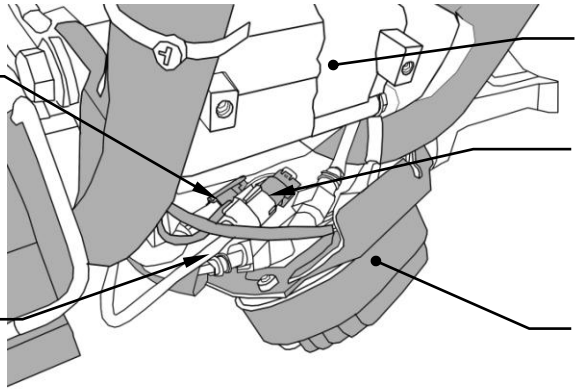
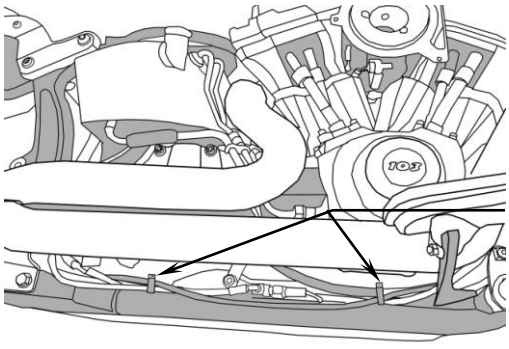

FIGURE 4
FIGURE 5
7. Remove the 2 Allen bolts that secure the voltage regulator bracket to the engine case. Ease the voltage regulator forward just enough to access the front O_2 connector, it is located on the backside of this bracket, see Figure 4. Unplug the connector and then plug the Powrpro female connector into the original HD male connector as well as the other mating pair of connectors. Reinstall this connection on to the voltage regulator bracket and zip tie the other mating pair to it. Be sure the O_2 sensor harness exits the right side, when securing the voltage regulator back on to the engine case. Secure the Powrpro O_2 harness to the lower right frame rail in the locations shown in Figure 5.